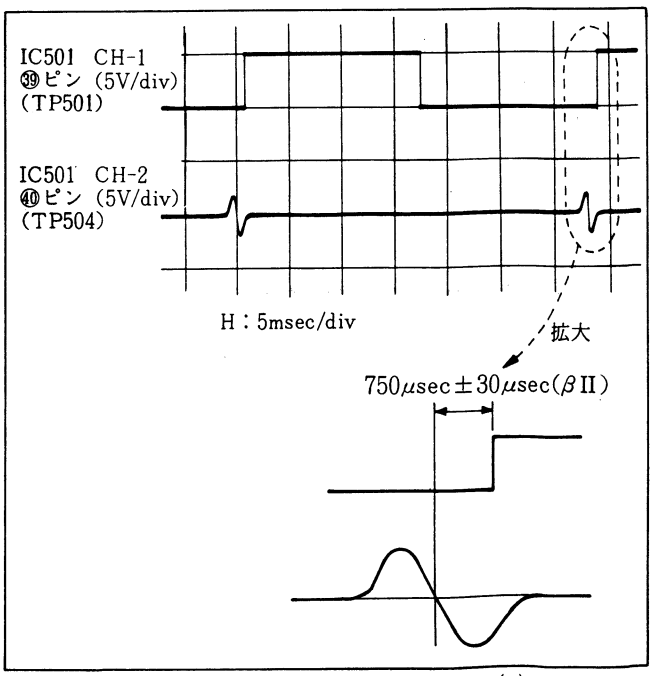

図5-10. RFスイッチング位置調整(2)
(2) CH2をIC501-㊵ピン(TP504)につなぎかえてRV519にて750μsec±30μsecに調整する。(βIのスイッチングパルスB)(図5-10)